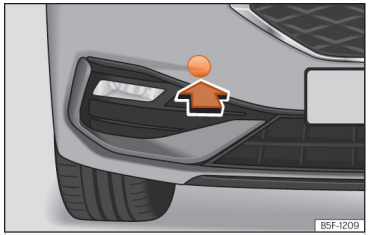

Abb. 219 Auf der rechten Seite des vorderen Stoßfängers: Abdeckung entfernen.
Die Aufnahmen für die einschraubbare Abschleppöse befindet sich im Stoßfänger vorn rechts hinter einer Abdeckung ››› (Abb. 219).
- Drücken Sie die Abdeckung im unteren Bereich heraus und lassen Sie sie am Fahrzeug hängen ››› (Abb. 219).